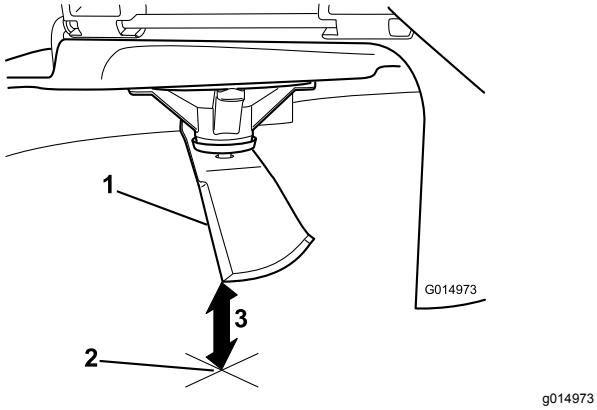

Figur 55
5. Mål fra spidsen af skærekniven til den plane overflade (Figur 55).